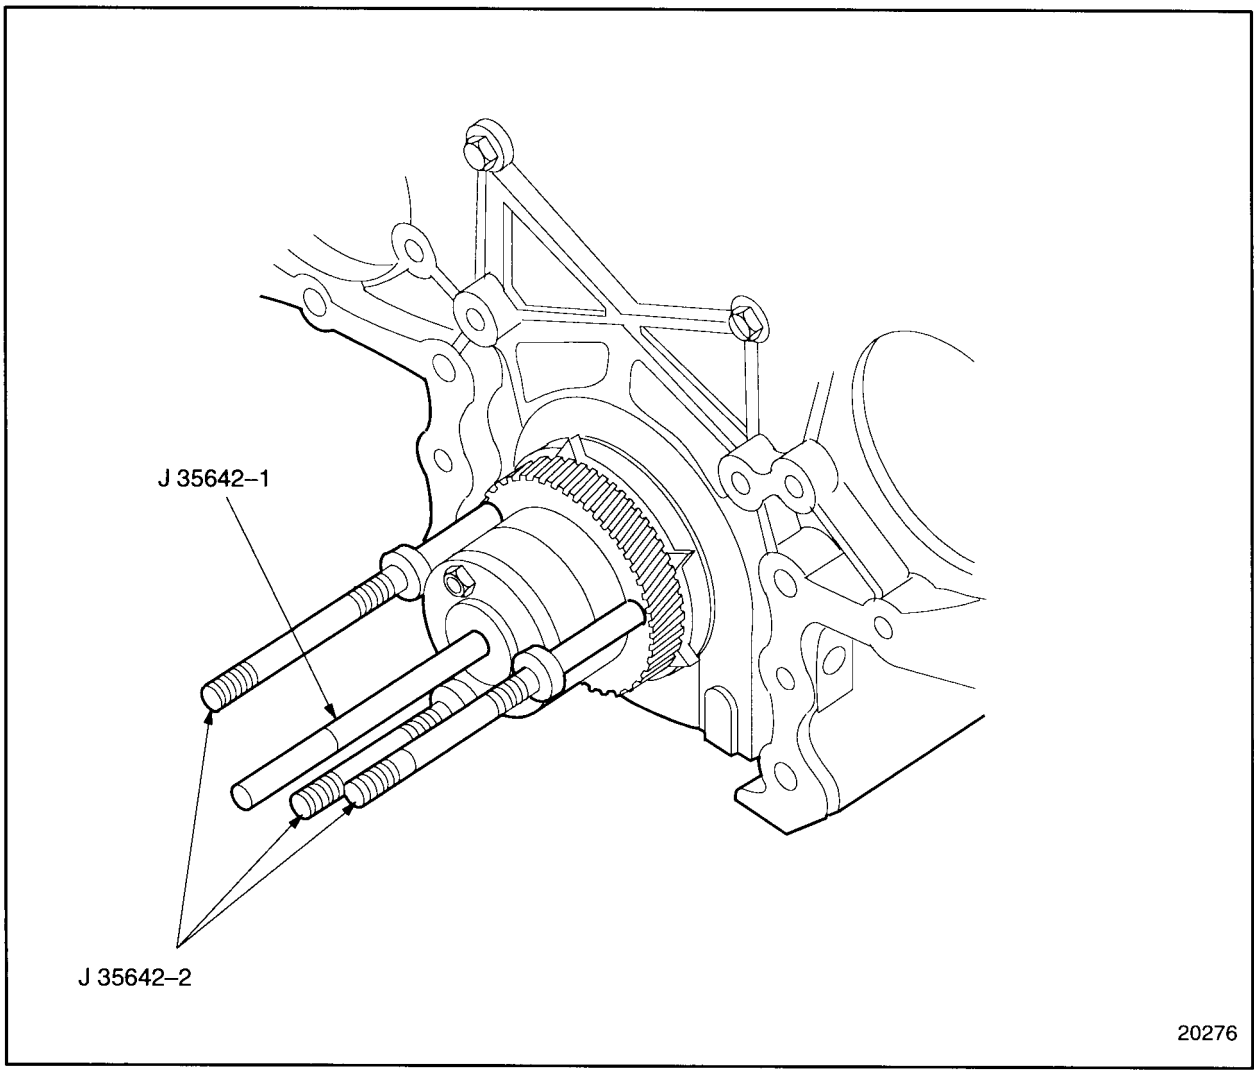

Figure 1-445 Installation of Crankshaft Timing Gear and Timing Wheel Installation Tools
1. Install J 35642-1 part of J 35642 to the end of the crankshaft, using two crankshaft pulley retaining bolts. Torque the bolts to 190 - 203 N·m (140 - 150 lb·ft). See Figure 1-445.